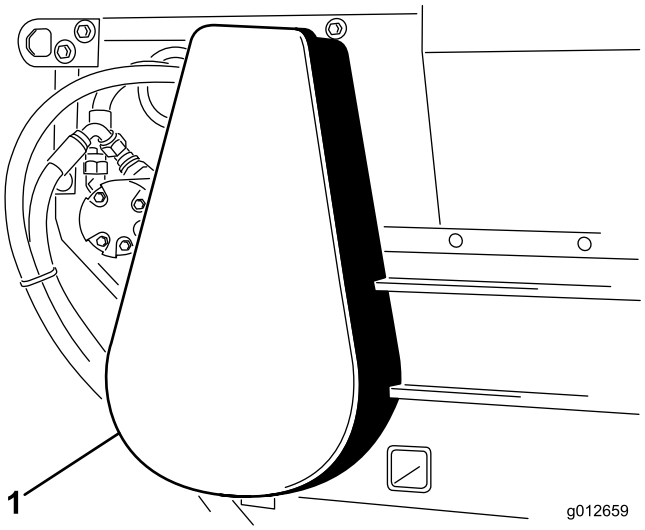

Rysunek 14
1. Usuń pokrywę łańcucha (Rysunek 14).